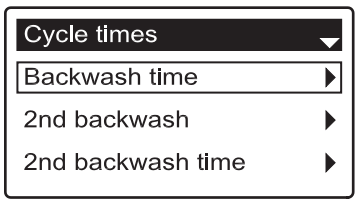

FIG. 56
5. Press the SELECT (○) button to display the Cycle times menu (See Figure 56).
9. Press the SELECT (○) button. The display will go back to the Cycle times menu (Figure 56).